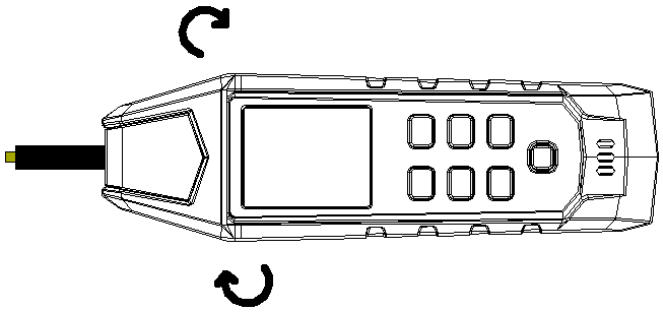
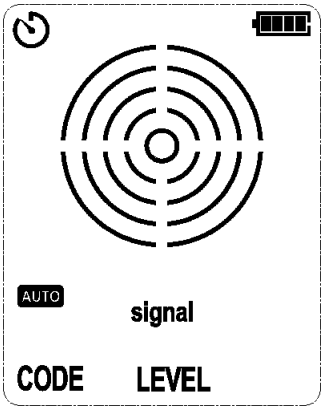

Figure 7.1.3a Align to the sensor slot
Figure 7.1.3b No Signal Detected
3. To obtain a best effect when tracking energized conductor, please align the dot screen printing (on the top of the sensor) to the direction of the conductor, as shown in Figure 7.1.3a. If not aligned properly, signal may not be detected or the code may be wrong. To check the direction of the cable, please rotate the receiver for 90 degrees regularly, as shown in Figures 7.1.3b and 7.1.3c. The signal strength reaches its maximum when the cable is aligned with the dot screen printing. According to the differences of detected signals, the receiver automatically detects if the cable is energized ("⚠"), which will be displayed on the LCD. No need to perform manual setting.